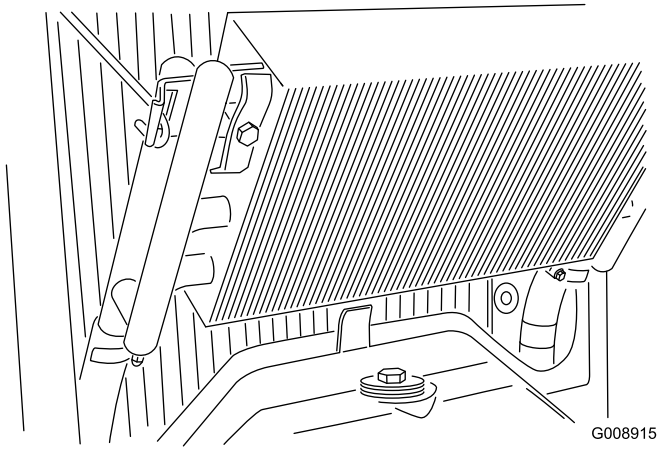

Figur 53
3. Løsn oliekøleren, og drej den bagud (Figur 53). Rengør begge sider af oliekøler- og kølerområdet grundigt med vand eller trykluft. Drej oliekøleren tilbage på plads.